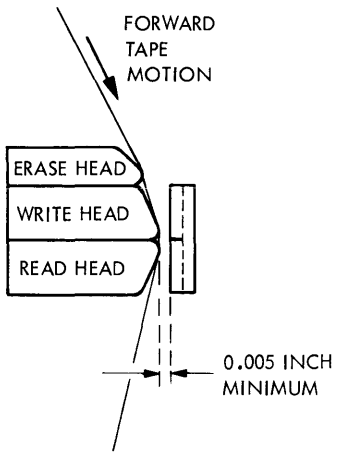

Figure 6-6. Flux Gate Adjustment
(1) Perform an Unload operation and remove the reel of tape from the transport.
(2) Adjust the small set screw in the flux gate base until the flux gate surface is parallel to the head surface.
(3) Partially loosen the screw which secures the flux gate assembly to the head plate. Care should be taken to ensure that the flux gate spring does not move the assembly.
(4) Place a white card (e.g., business card) between the flux gate and the magnetic head and press the flux gate assembly lightly against the head.
(5) Figure 6-6 illustrates the correct relationship between the magnetic head and the flux gate.
(6) Tighten the flux gate assembly screws.
(7) Load a reel of tape and bring to Load Point; repeat the Test Procedure described in Paragraph 6.7.8.2.